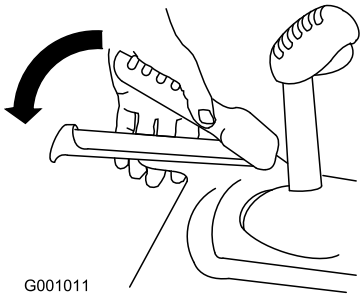

Figur 31
1. Pressa ned det vänstra (drivnings)reglaget till handtaget, för att koppla in hjuldrivningen (Figur 31).